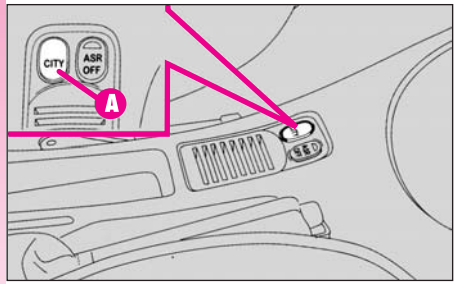

fig.123
- modul automat, numit **CITY**, în care sistemul decide direct schimbarea treptelor de viteză (acest mod se selectează prin apăsarea butonului **A-fig. 123**).